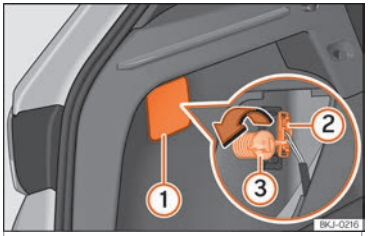
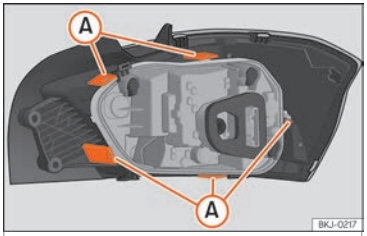

Fig. 58 Luggage compartment: access to the bolt securing the tail light unit.
Fig. 59 Retaining tabs on reverse side of tail light.
– Remove the lid, levering the flat side of a screwdriver into the recess ››› Fig. 58 ①.
– Remove the bulb connector ②.
– Unscrew the light securing bolt ③ by hand or using a screwdriver.
– Remove the bulb holder unlocking the retaining tabs ››› Fig. 59 Ⓐ.